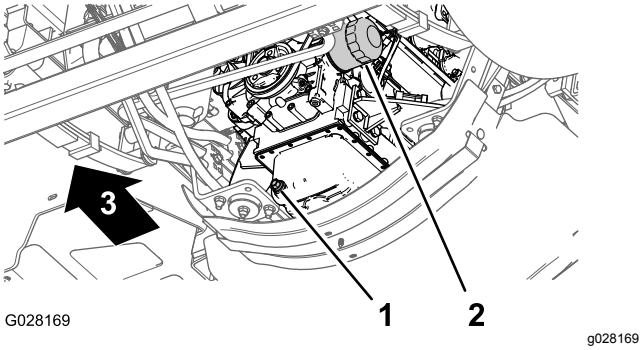

Рисунок 71
3. Поместите сливной поддон под масляный фильтр двигателя (Рисунок 71).
4. Снимите старый масляный фильтр (Рисунок 71).
8. Установите масляный фильтр на переходник фильтра и поворачивайте его по часовой стрелке, пока резиновая уплотнительная прокладка не войдет в контакт с переходником фильтра, после чего затяните фильтр, повернув его еще 1/2 оборота (Рисунок 71).
1. Подставьте под пробку сливного отверстия сливной поддон (Рисунок 71).
2. Снимите пробку сливного отверстия (Рисунок 71) и дайте маслу полностью стечь.